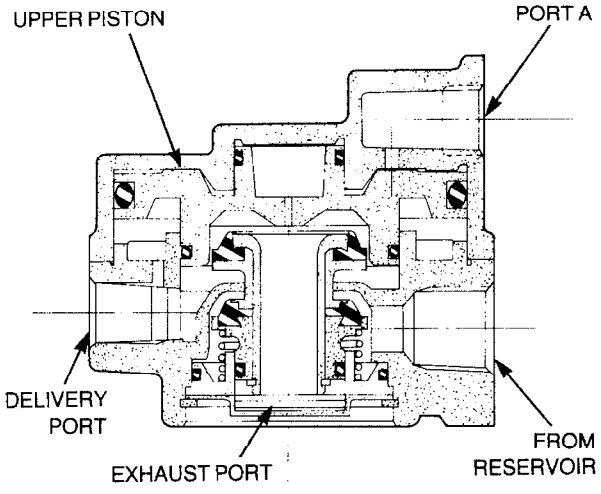

Figure 13 — Relay Valve — Released Position
31. When the foot brake is applied, air is passed down the service line from the towing vehicle and enters port A in the top cover (see Fig. 13). The piston moves downwards closing the exhaust port. Further increase in service line pressure allows air to pass from the air reservoir to the service brake relay valve via the delivery port.